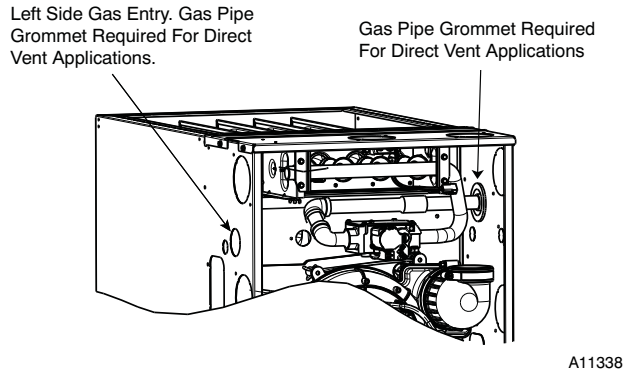

Fig. 32 – Gas Entry
Gas entry can be from left or right side, or top panel. See Figs. 32 and 33.
5. Fasten the external electrical box to the furnace casing using two (2) sheet metal screws.
11. Connect field power and neutral leads to furnace power leads inside the external electrical box as shown in Fig. 32.